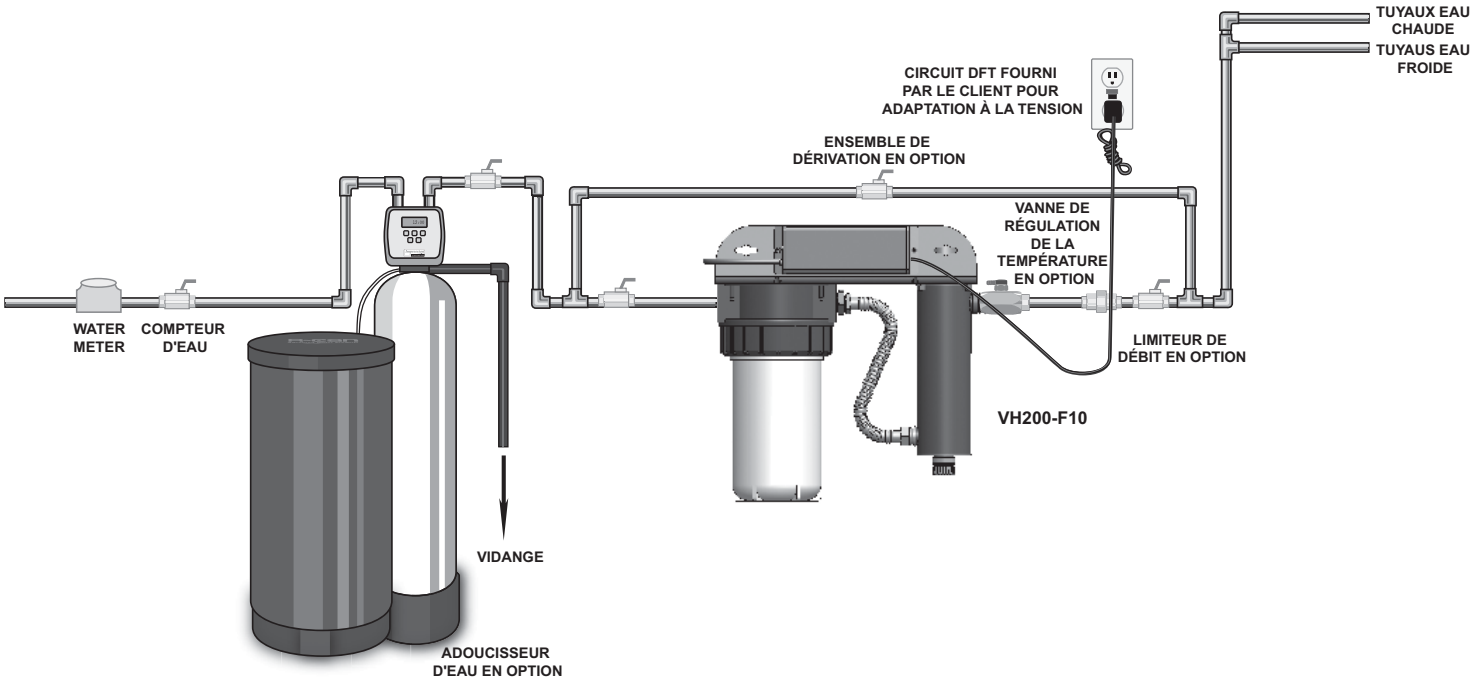

Figure 2 Système de désinfection
1. La Figure 2 décrit l'installation d'un système d'eau potable typique et des composants connexes qui peuvent être utilisés pour l'installation. L'utilisation d'un ensemble de dérivation est recommandée dans le cas où le système nécessite une maintenance « hors ligne ». Dans ce cas, il faut noter que le système nécessitera une désinfection supplémentaire pour le système de distribution si de l'eau est utilisée pendant la dérivation. De plus, pendant la dérivation, l'eau NE sera PAS désinfectée et une étiquette « NE PAS CONSOMMER L'EAU » doit physiquement être installée sur l'ensemble de dérivation jusqu'à ce que le système soit assaini et à nouveau en service. Veuillez consulter la Section 3.2 pour la procédure complète de désinfection. Si l'eau doit être consommée pendant que le système est hors ligne, l'eau doit être bouillie pendant deux minutes avant d'être consommée.